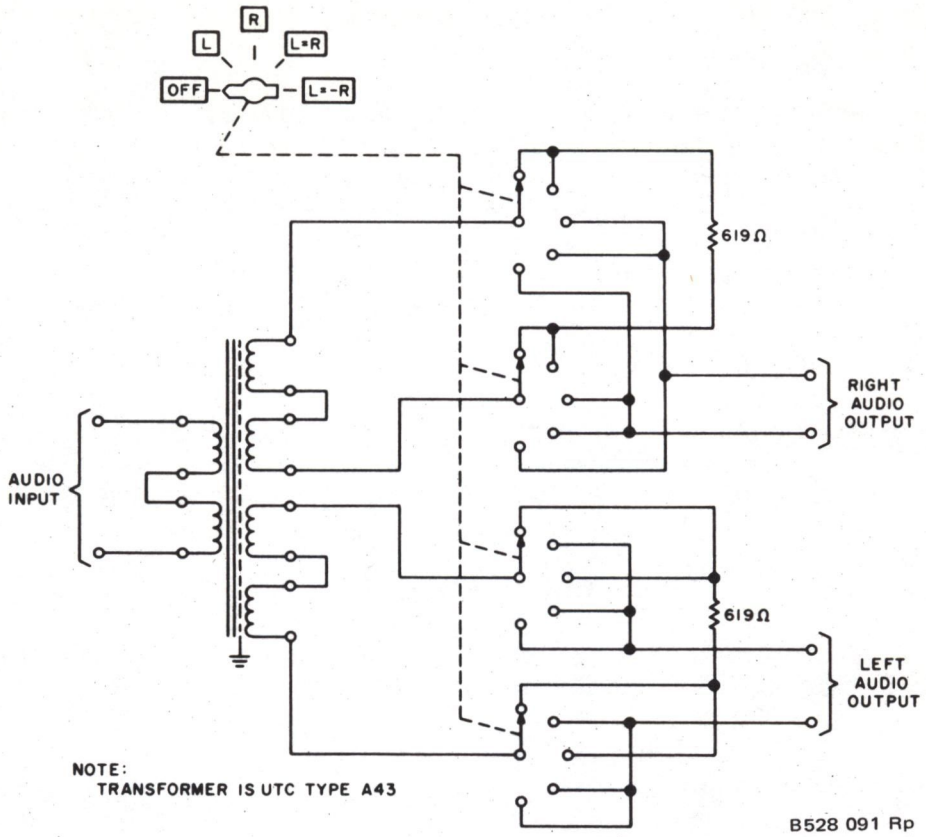

Figure 5-3. Stereo Test Circuit, Schematic Diagram.
Stereo test circuit	Fabricated per figure 5-3
e. Turn stereo test circuit (figure 5-3) switch to L position (left modulation only).